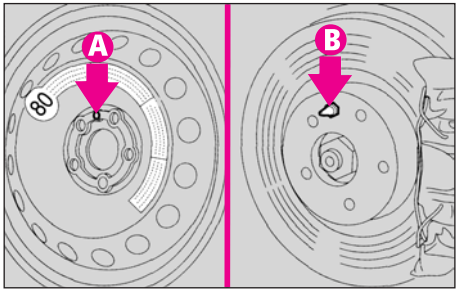

fig. 7
-montați roata de rezervă astfel încât orificiul (**A-fig. 7**) să se potrivească cu bolțul corespunzător (**B**).
-fixați roata normală având grijă ca orificiul (**A-fig. 7**) să se potrivească cu bolțul corespunzător (**B**).